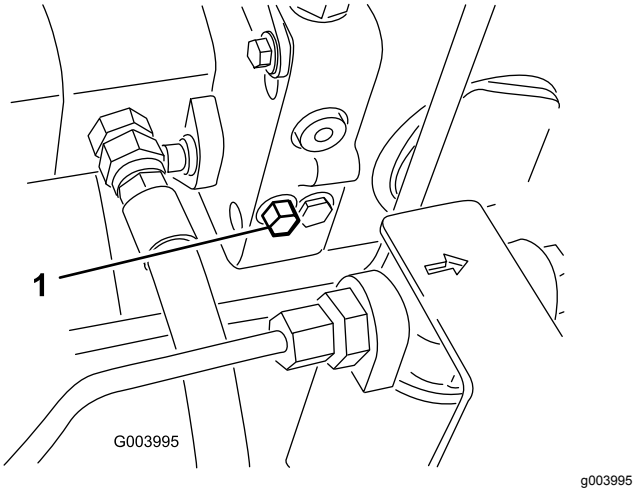

Figur 37
1. Omløpsventilen er plassert på venstre side av hydrostaten (Figur 37). Vri bolten halvannen omdreining for å åpne den og la væsken gå utenom internt.